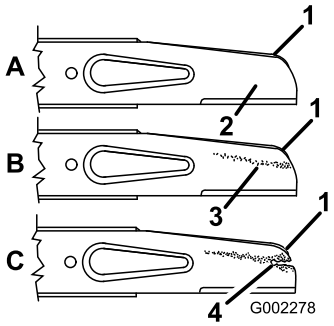

Figuur 28
2. Verwijder de mesmoeren, de versneller en het mes (Figuur 28).